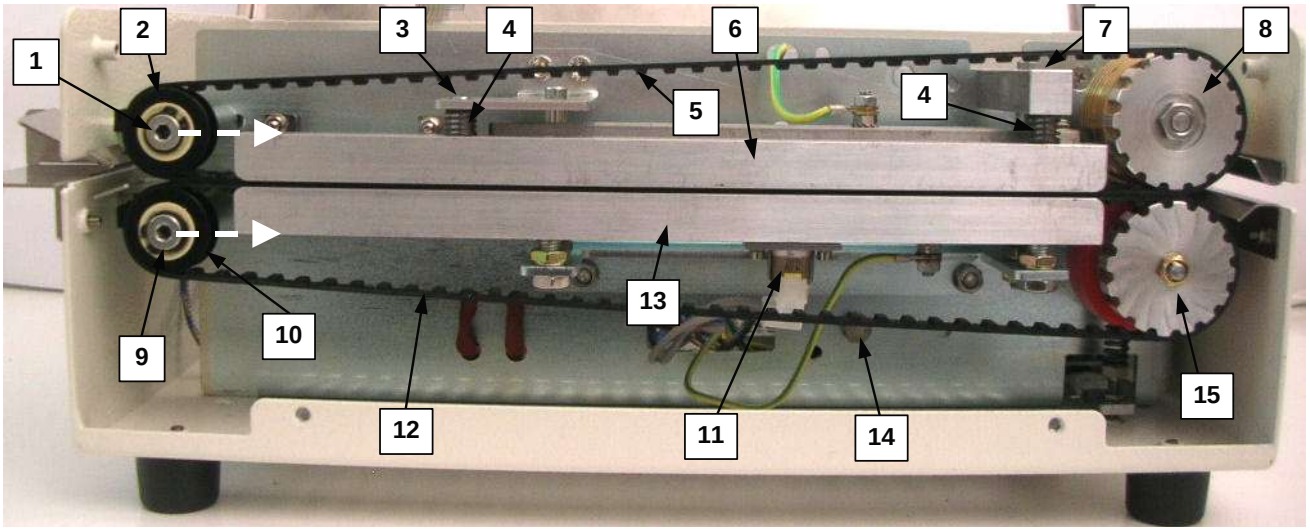

fig.5.9
- dopo aver allentato la vite superiore di bloccaggio (n.2-fig.5.8) e la vite di rotazione (n.14-fig.5.9), disinserire il gruppo motoriduttore (n.1-fig.5.8) ruotandolo nel senso della freccia di fig.5.8
- smontare la barra di trasporto superiore (n.6-fig.5.9) svitando prima le spine di fissaggio (n.3 e n.7-fig.5.9)
*Attenzione a non smarrire le 2 molle di pressione (n.4-fig.5.9)*
- allentare la vite di fissaggio del perno (n.1-fig.5.9) della puleggia condotta superiore.
- allentare la tensione della cinghia di trasporto superiore (n.5-fig.5.9) portando la puleggia condotta superiore (n.2-fig.5.9) nella direzione indicata dalla freccia di fig.5.9.
- sfilare la cinghia di trasporto superiore (n.5-fig.5.9) dalla puleggia motrice superiore (n.8-fig.5.9) ed estrarla dalla macchina.
- allentare la vite di fissaggio del perno (n.9-fig.5.9) della puleggia condotta inferiore.
- allentare la tensione della cinghia di trasporto inferiore (n.12-fig.5.9) portando la puleggia condotta inferiore (n.10-fig.5.9) nella direzione indicata dalla freccia di fig.5.9.
- sfilare la cinghia di trasporto inferiore (n.12-fig.5.9) dalla puleggia motrice inferiore (n.15-fig.5.9) ed estrarla dalla macchina.
- Inserire la cinghia di trasporto inferiore (n.12-fig.5.9) nella puleggia motrice inferiore (n.15-fig.5.9) e, successivamente, inserirla nella puleggia condotta inferiore (n.10-fig.5.9)
- tendere la cinghia inferiore mediante la puleggia condotta inferiore (n.10-fig.5.9) e bloccare il suo perno (n.9-fig.5.9) mediante la relativa vite di fissaggio.
- Inserire la cinghia di trasporto superiore (n.5-fig.5.9) nella puleggia motrice superiore (n.2-fig.5.9) e, successivamente, inserirla nella puleggia condotta superiore (n.2-fig.5.9)
- tendere la cinghia superiore mediante la puleggia condotta superiore (n.2-fig.5.9) e bloccare il suo perno (n.1-fig.5.9) mediante la relativa vite di fissaggio.
- rimontare la barra di trasporto superiore (n.6-fig.5.9)